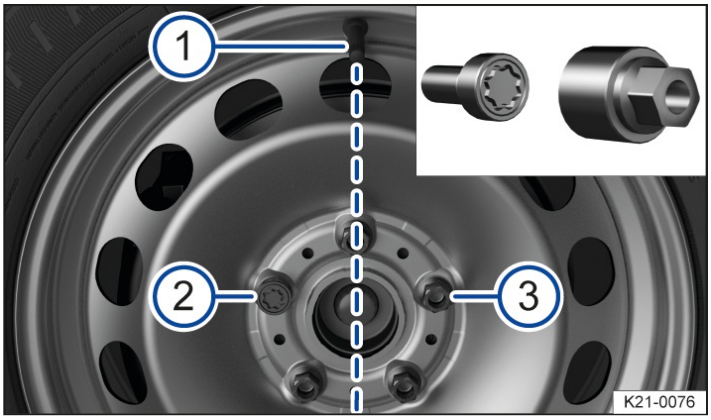

Fig. 2 Changing a tire: tire valve (1) and locations of the anti-theft wheel bolt (2) or (3).
On wheels with full wheel covers, the anti-theft wheel bolt must be fitted in position *→ fig. 2* (2) or (3), based on the position of the tire valve (1). Otherwise, it will not be possible to install the full wheel cover.